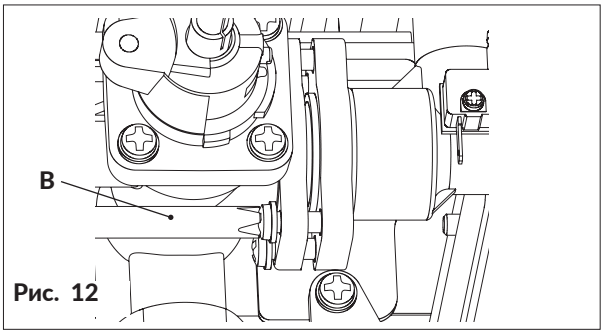

Рис. 12
- открутить 4 винта (B) на газовом клапане (рис. 12);